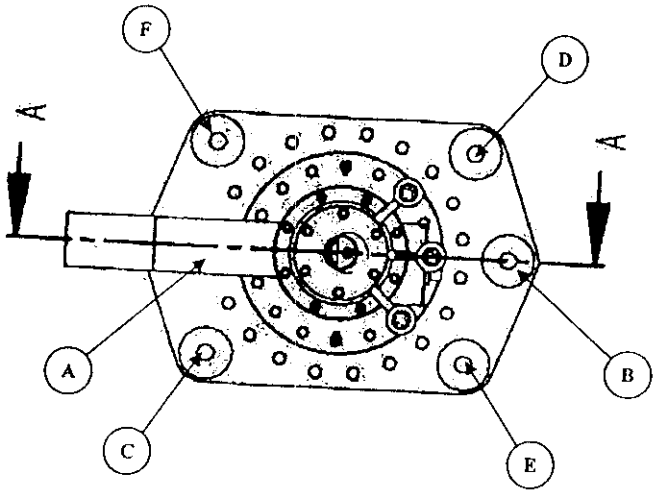

Figure 1.32.2 The specified sequence for tightening the Belleville washer assemblies.
1.29.2 Tighten the 6 loading nuts finger-tight. With adjustable parallels, measure and record the gap 'y' indicated in Figure 1.31a between Item 5 (Belleville washer holder upper half) and the power lead top flange at the 6 locations specified in Figure 1.32.2. Units are mm.
1.29.4 Using the sequence A through F in Figure 1.32.2, sequentially tighten the loading nuts ¼ turn until the total compression is 1.8 mm at each of the six locations. As each loading nut is tightened ¼ turn, check off the appropriate line.